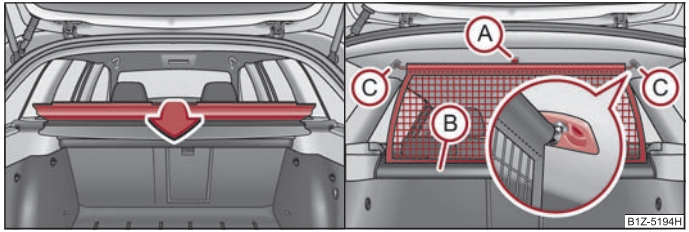

Fig. 62 Rabattement du couvercle du vide-poches/déploiement du filet de séparation
- Rabattez le couvercle du vide-poches derrière les sièges arrière ⇒ fig. 62 - à gauche.
- Sortir le filet de séparation du boîtier (B) en tirant sur la bride (A) en direction des supports (C).
- Mettez la tige transversale dans un des supports (C) et poussez-la vers l'avant.
- De la même manière, fixez la tige transversale de l'autre côté du véhicule, appui (C).
- Rabattez le couvercle du vide-poches derrière les sièges arrière ⇒ fig. 62.
- Tirez la tige transversale un peu vers l'arrière d'abord sur un côté puis sur l'autre et enlever la tige transversale des supports (C).
- **Maintenez** la tige transversale de sorte que le filet de séparation s'enroule lentement dans le boîtier (B) sans s'abîmer.